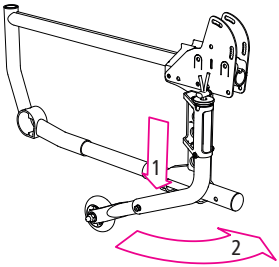

fig. 22
3. Per attivare la ruota antiribaltamento premere il tubo verso il basso (1, fig. 22).
4. Ora è possibile riportare la ruota antiribaltamento in posizione (2, fig. 22).